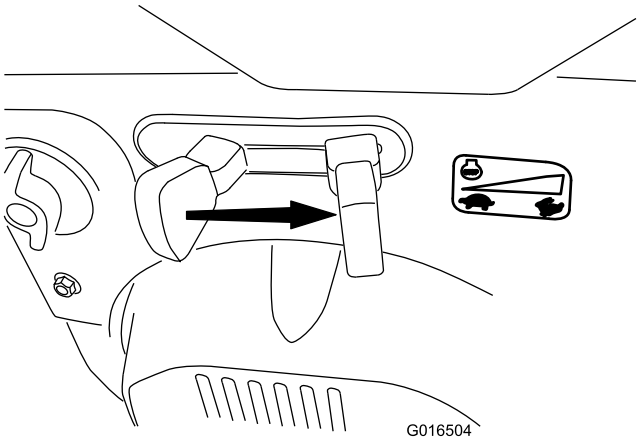

Figur 29
6. För gasreglaget till det snabba läget (Figur 29).